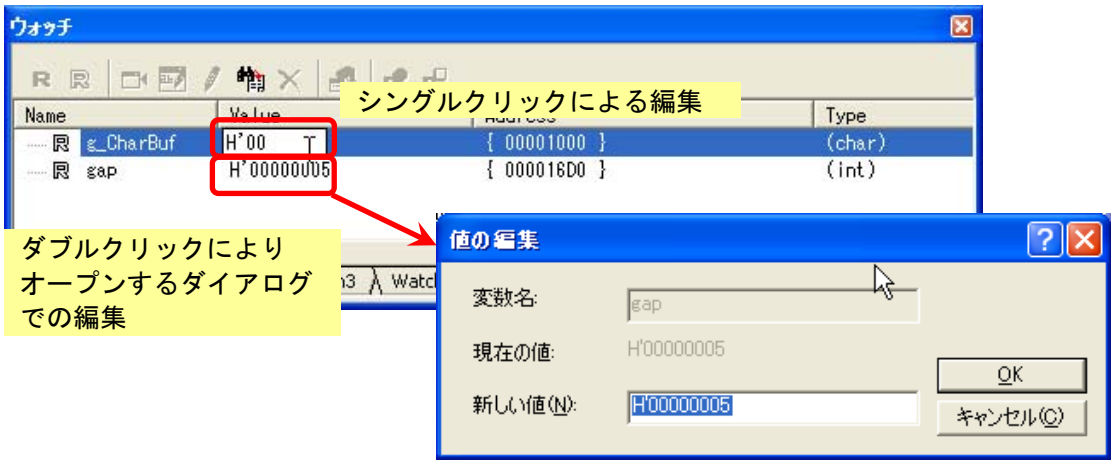

図 4.28　値の変更
(8) 変数の値を変更する方法は図 4.28のように 2 種類あります。ひとつは、変数の値をシングルクリックしてのインプレース編集です。もうひとつは、変数をダブルクリックすることにより、表示されるダイアログで編集する方法です。